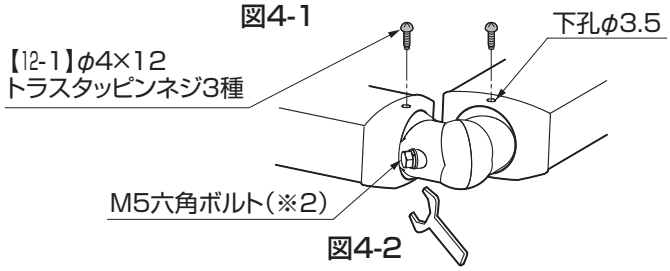

図4-2
②本体パネルを胴縁に引っ掛け、コーナー継手にスライドして呑み込ませ、【12-3】で固定してください。
③全て正しく施工していることを確認した後、（※2）のボルトと【12-1】でコーナー継手を固定してください。（図4-2参照）